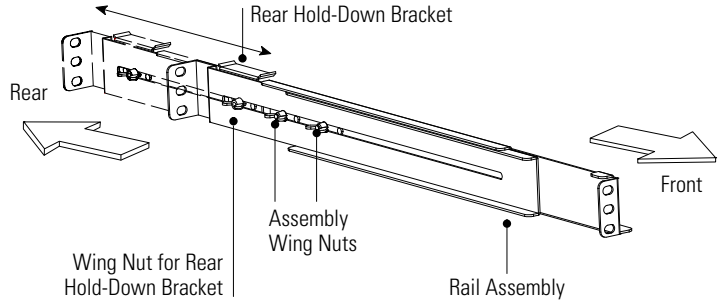

**Figure 7. Adjusting the Rail Depth**
3. Loosen the assembly wing nuts on both rail assemblies and adjust the rail size for the depth of your rack (see Figure 7).